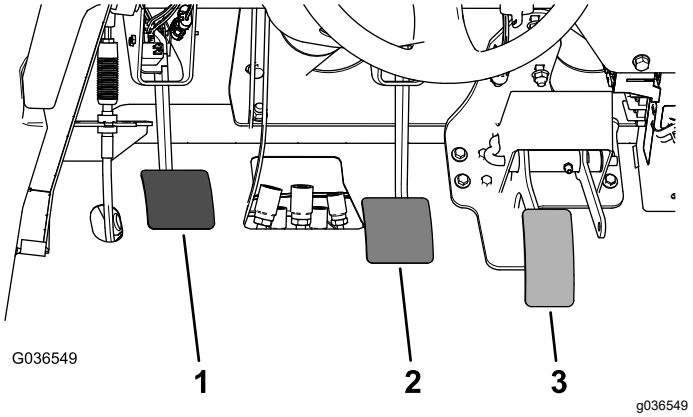

**Figur 61**
2. Lätta på bromspedalen (Figur 61) tills den vidrör ramen.
3. Lossa låsmuttrarna som håller oket till huvudcylinderaxeln (Figur 61).